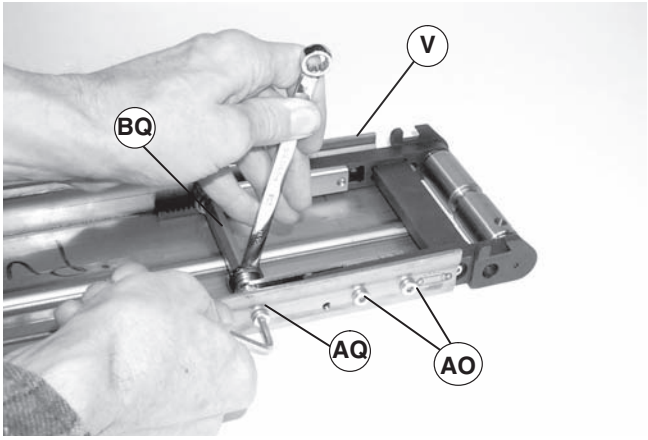

Figure 42
1. Remove two screws (Figure 42, item AO) on each side of conveyor (V).